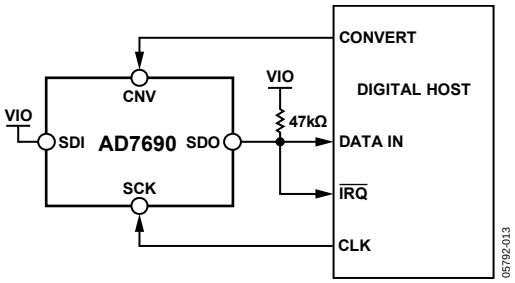
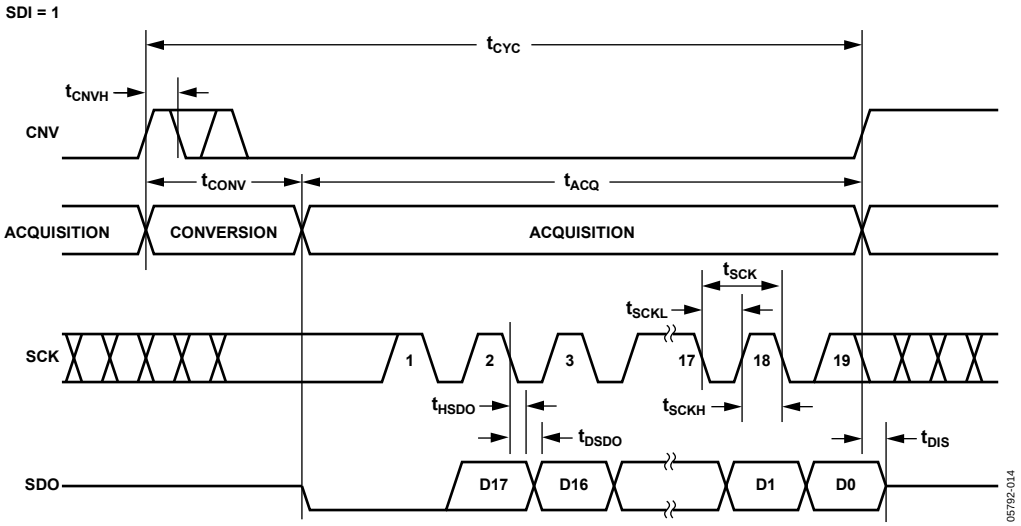
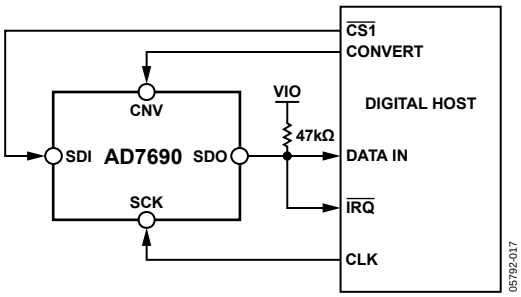
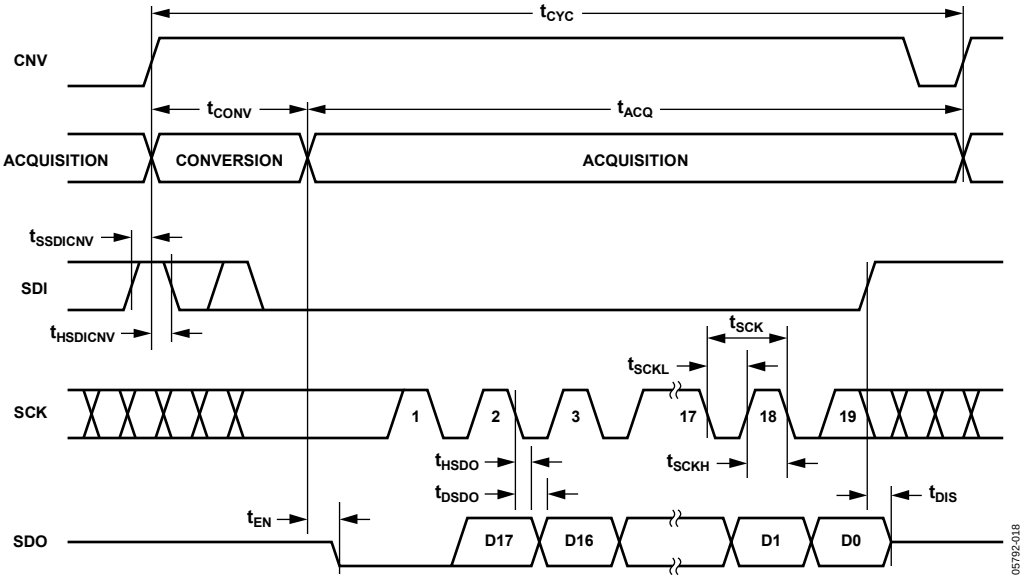

Figure 36. 3-Wire $\overline{CS}$ Mode with Busy Indicator Connection Diagram (SDI High)
Figure 37. 3-Wire $\overline{CS}$ Mode with Busy Indicator Serial Interface Timing (SDI High)
Figure 40. 4-Wire $\overline{CS}$ Mode with Busy Indicator Connection Diagram
Figure 41. 4-Wire $\overline{CS}$ Mode with Busy Indicator Serial Interface Timing
- In $\overline{CS}$ mode if CNV or SDI is low when the ADC conversion ends (see Figure 37 and Figure 41).
The connection diagram is shown in Figure 36, and the corresponding timing is given in Figure 37.
The connection diagram is shown in Figure 40, and the corresponding timing is given in Figure 41.